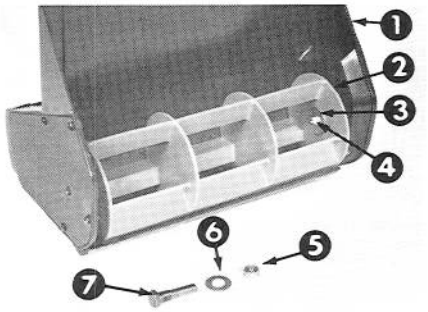

Figure 14
2. Enlevez le contre-écrou et la rondelle de l'autre bout (Figure 14).